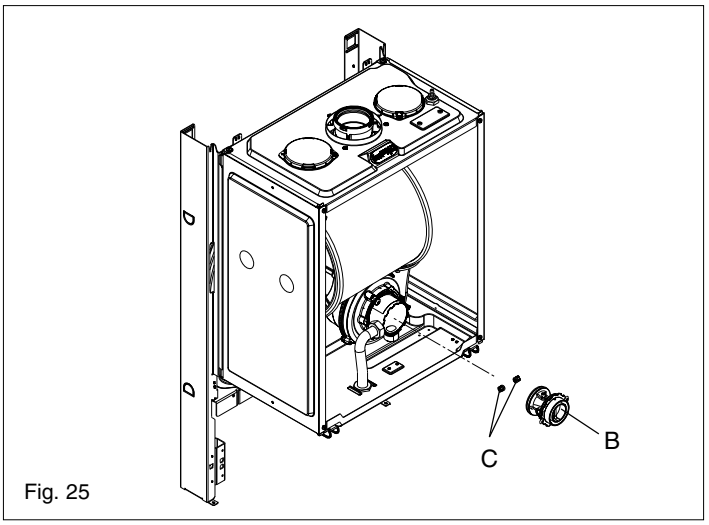

Fig. 25
Carry out component removal procedure as described in 6.4. The gas valve must be changed as complete unit. Disconnect the electrical plug and leads from the gas valve, lacken and unscrew gas valve inlet (gas cock**, fig. 14)** and outlet **(A, fig. 25)** connections. **Please note,** the sealing washers **(B)** must be discarded and replaced with new sealing washers. Disconnect the compensation pipe **(C)**. Locate and remove gas valve retaining screws **(D)** on the underside of the boiler if required, the gas valve can now be removed. Replace in the reverse order. Check and adjust burner pressure settings.
6.12.1 LPG NOZZLES (fig. 25)